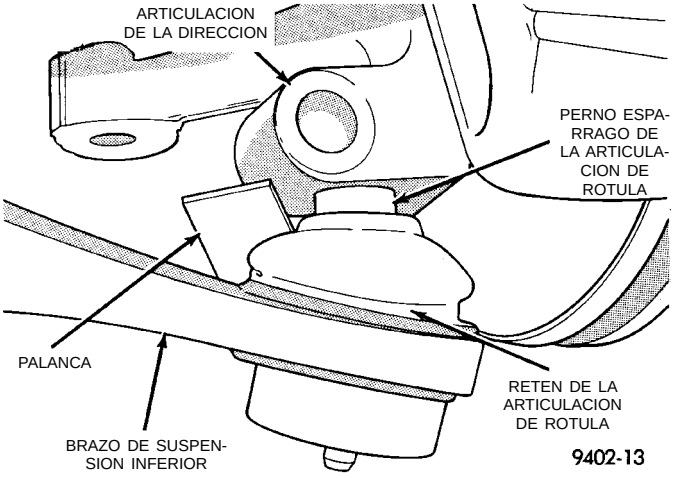

Fig. 35 Separación de la articulación de rótula de la articulación de la dirección
(5) Con una palanca, separe la articulación de la dirección del perno espárrago de la articulación de rótula (Fig. 35). **Al separar el perno espárrago de la articulación de rótula de la articulación de la dirección, tenga cuidado de que no se corte el retén de la primera.**